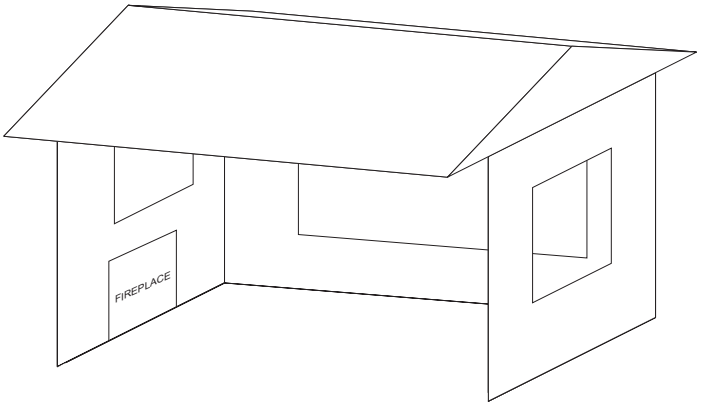

**Figure 6**
- This partial enclosure includes an overhead cover and three walls, no more than 30% or more of the horizontal periphery (i.e. perimeter) of the enclosure permanently open. These openings cannot be screened or have operable windows or shutters. **See Figure 6.**